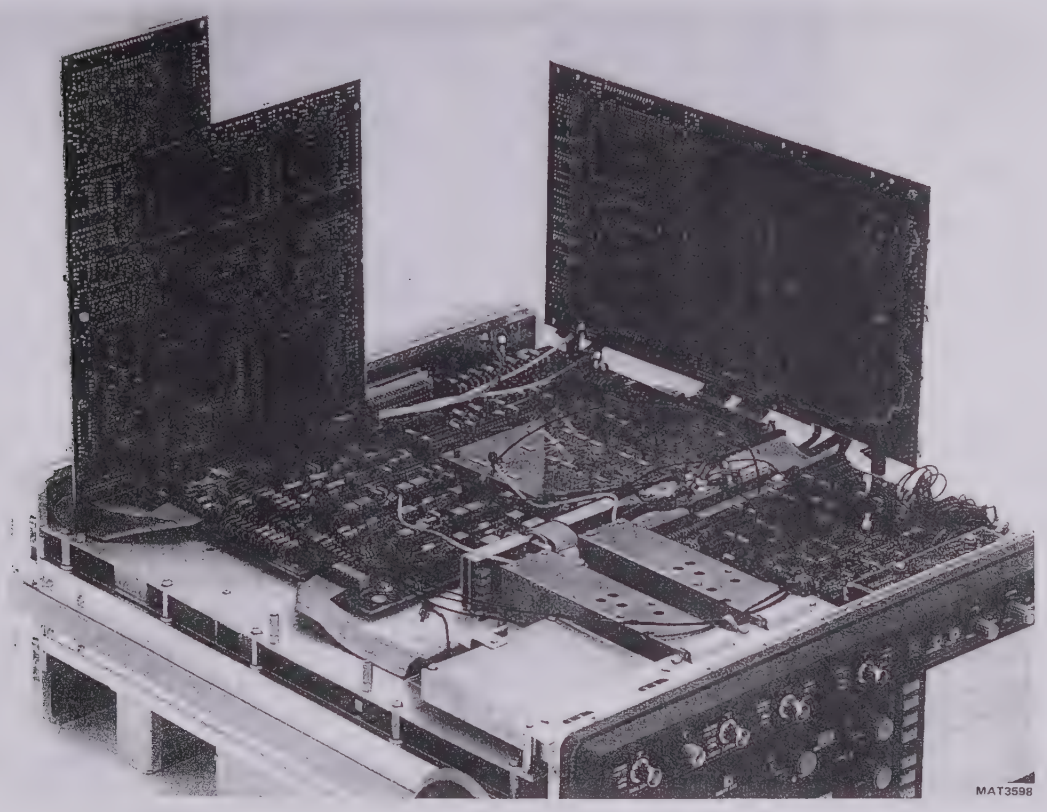

Figure 10.3 Access to the management unit and the CCD logic unit.
To get access to the management unit A25 and the CCD logic unit A26 the P^2CCD unit A33 and the vertical signal unit A32 can be turned up as shown in figure 10.3.
- Turn the unit up and place it on the two supports as shown in figure 10.3.